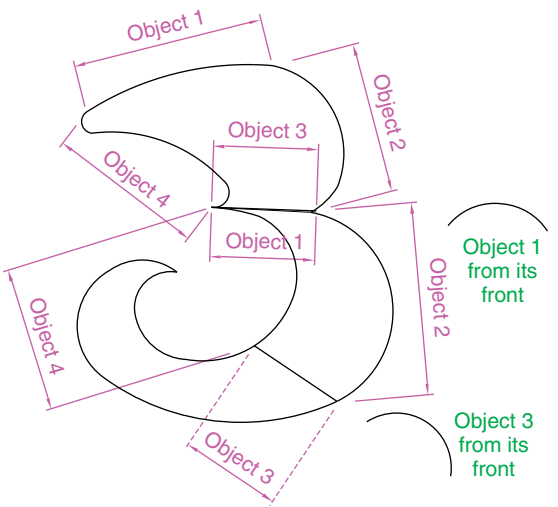

Fig. 19.23 Exercise 5 – objects for edgesurf surface model
5. The surface model for this exercise was constructed from three edgesurf surfaces, working to the suggested objects for the surface as shown in Fig. 19.23. The sizes of the outlines of the objects in each case are left to your discretion. Fig. 19.21 shows the completed surface model. Fig. 19.22 shows the three surfaces of the model separated from each other.